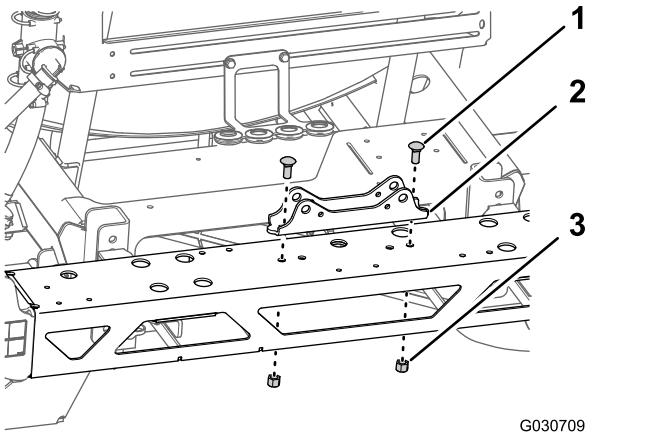

Figur 80
3. Ta bort de två vagnsskruvarna (1/2 x 1 1/4 tum) och de två flänslåsmuttrarna (1/2 tum) som håller fast cylinderfästet på centersprutrampssektionen och ta bort fästet (Figur 80).